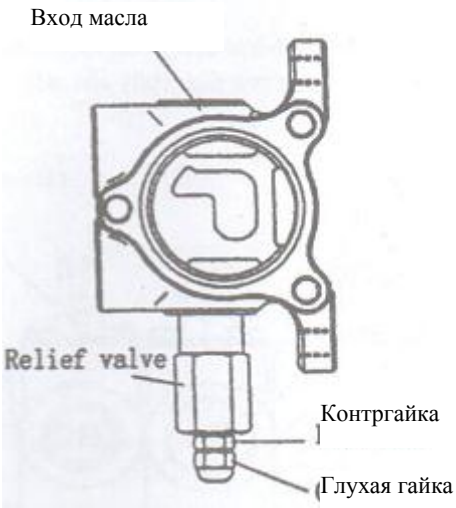

Рис. 27
5. Установка давления главного предохранительного клапана (17.5МПа) (рис. 27)